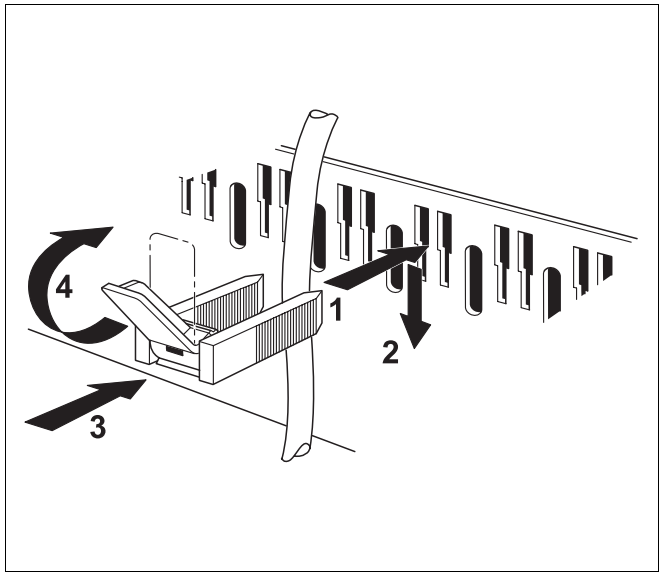

Рис. 36 Крепление провода хомутом
- Вставить хомут со вложенным в него проводом так, как показано на рис. 36, сверху в вырезы рамки (рис. 36, **шаг 1**).
- Сдвинуть хомут вниз (рис. 36, **шаг 2**).
- Нажать на хомут (рис. 36, **шаг 3**).
- Повернуть рычажок вверх (рис. 36, **шаг 4**).